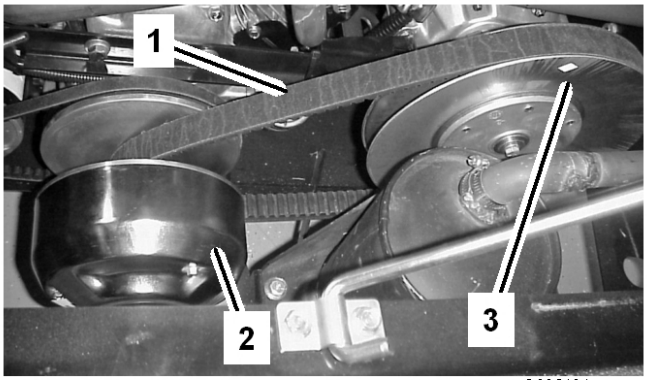

Figur 52
3. Roter og inspiser remmen (Figur 52) for overdreven slitasje eller skade. Skift ut remmen om nødvendig.
1. Drei og før remmen over den sekundære clutchen (Figur 52).
2. Fjern remmen fra primærclutchen (Figur 52).